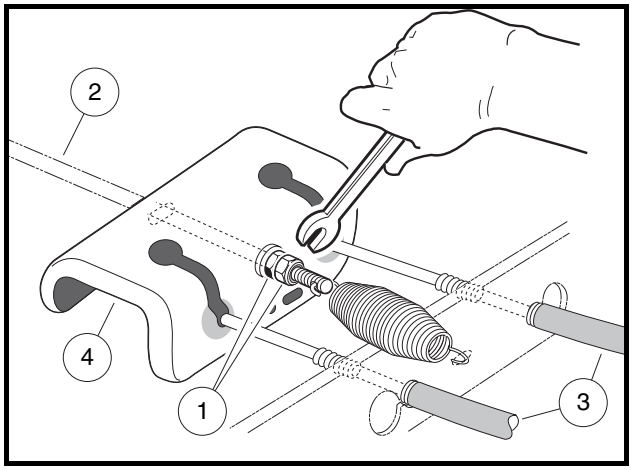

Figure 6-38 Loosen Equalizer Nut
2. Release park brake if latched and loosen equalizer retaining nuts (1) on equalizer rod (2) to slightly loosen brake cables (3) **(Figure 6-38, Page 6-23)**.
1. Place the cable ends in the equalizer (4) **(Figure 6-38, Page 6-23)**. Route cables through hangers in the same manner as the ones removed.